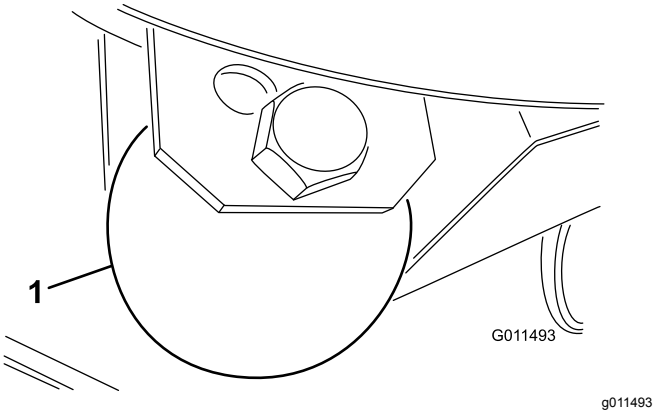

Figur 29
1. Fjern bolten og mutteren som fester støttehjulet til klippeenhetsrammen (Figur 29).